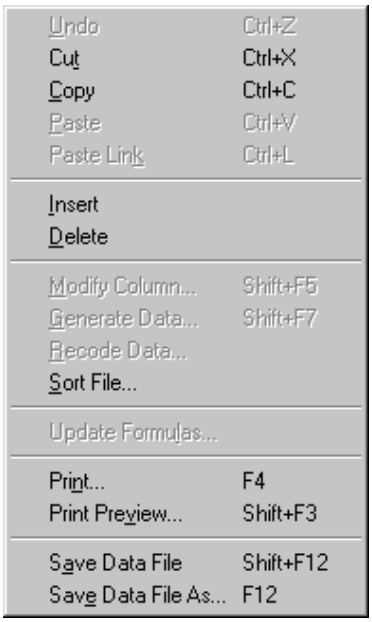

Figure 4-5. DataSheet Pop-Up Menu
2. Click the right button to display the DataSheet pop-up menu (see Figure 4-5).